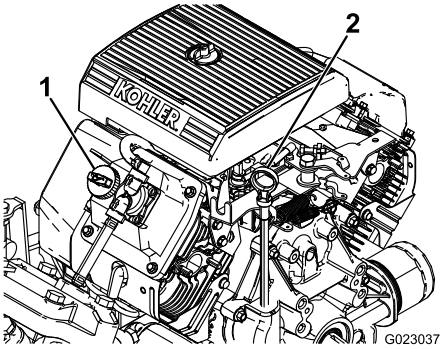

Figura 43
2. Remova a vareta de nível e limpe-a com um pano limpo (Figura 43). Insira a vareta de nível no tubo e certifique-se de que está totalmente encaixada. Remova a vareta de nível e verifique o nível de óleo.
3. Se o nível de óleo estiver baixo, remova a tampa de enchimento da tampa da válvula (Figura 43) e despeje óleo na abertura até que o nível de óleo atinja a marca FULL na vareta de nível. Adicione o óleo lentamente e verifique o nível frequentemente durante este processo. Não exceda a capacidade.
8. Despeje lentamente aproximadamente 80% da quantidade especificada de óleo no tubo de enchimento de óleo (Figura 43).